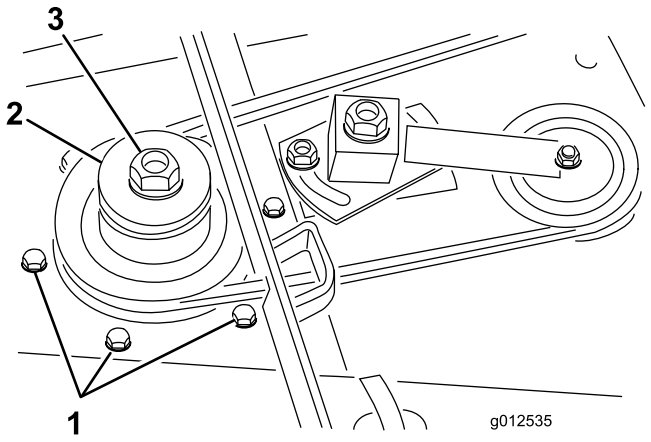

Figuur 5
4. Verwijder de zes slotbouten en flensmoeren waarmee de asbehuizing bevestigd is aan het maaidek (Figuur 5). Schuif de asbehuizing uit de onderzijde van het maaidek.